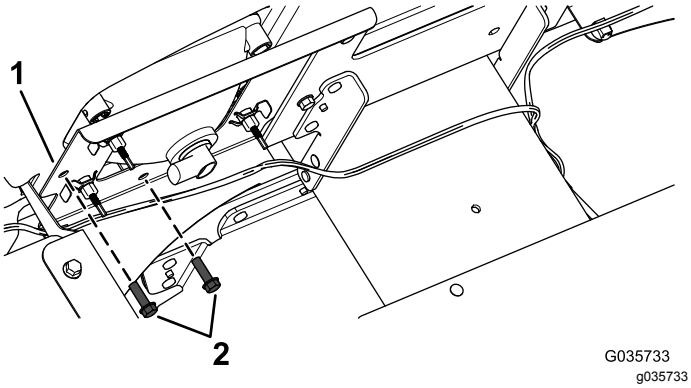

Figur 1
1. Fjern de 2 eksisterende skruer fra forlygtebeslagene (Figur 1).